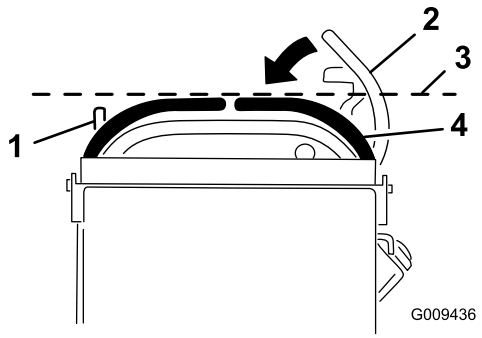

Figur 69
3. Flytta höger rörelsereglagespak nedåt, ut ur det neutrala låsläget (Figur 69).
4. Kontrollera om den är i horisontell linje med vänster rörelsereglagespak (Figur 69).